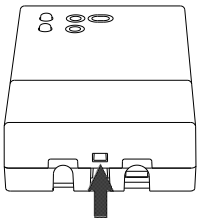

Fig. 2
2. Using a screwdriver, push the plastic flap of the bottom slot and slightly lift the cable lid up (Fig. 2).